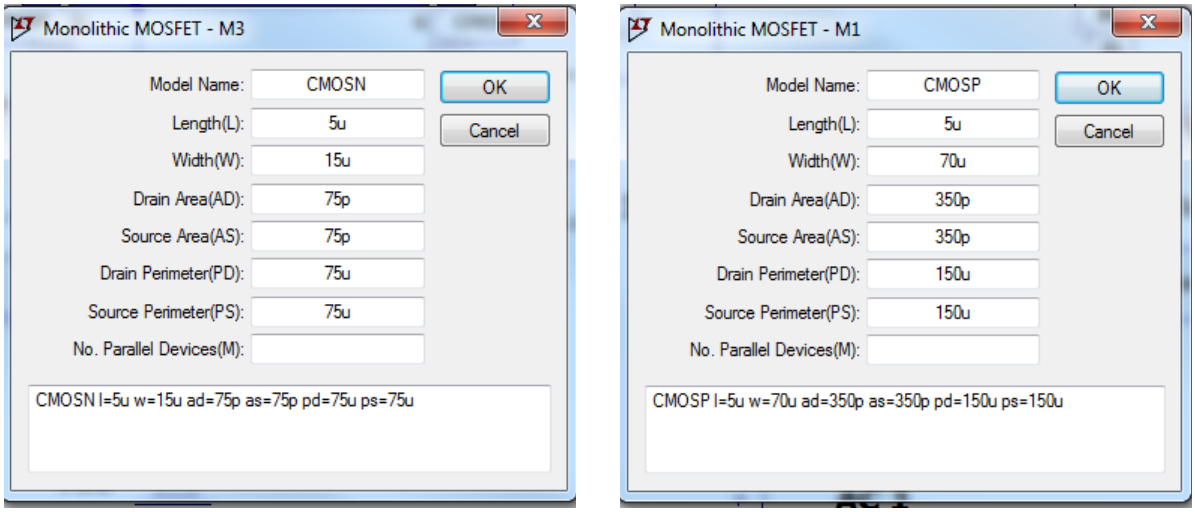

***Figura X.3**. Especificación de los parámetros de los transistores NMOS y PMOS.*
2. Para cada tipo transistor, editar sus propiedades y complementar con los parámetros geométricos indicados en la tabla X.1. En la figura X.3 se muestra los valores de esos parámetros. Es importante tener en cuenta que, en **LTSpice**, las unidades de µm se indican mediante la letra **u** (10^{-6}) y las unidades μm^2 mediante la letra **p** (10^{-12}).